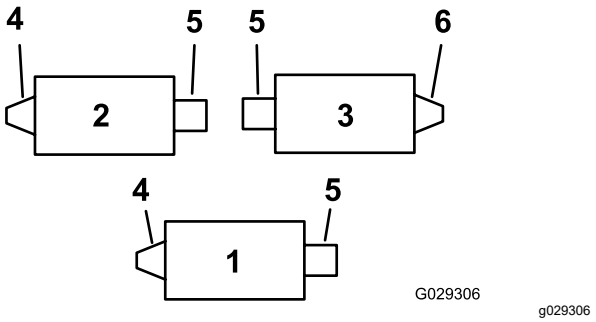
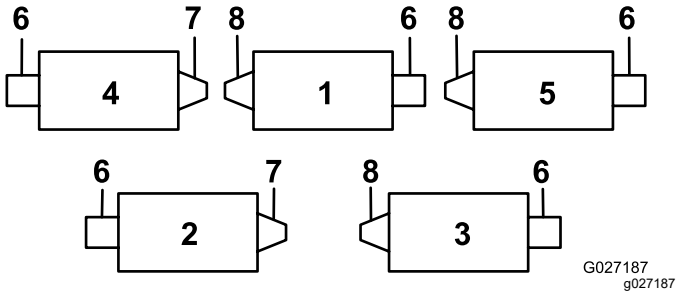
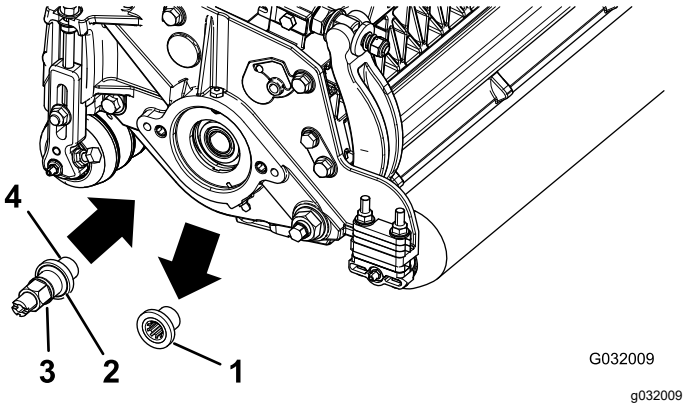
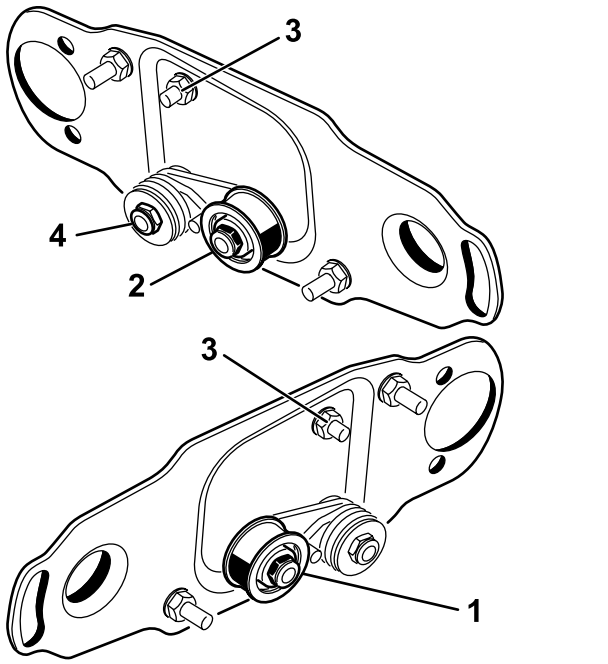

Figure 1
Figure 2
Figure 3
Figure 6
Reportez-vous à la Figure 1 pour déterminer la position des brosses de rouleau et des moteurs de cylindre pour une Reelmaster 3100-D et à la Figure 2 pour une Reelmaster 7000-D.
2. Retirez l'insert fileté du plateau de coupe pour l'entraînement de brosse de rouleau arrière (Figure 1 et Figure 2) et mettez-le au rebut (Figure 3).
Remarque: Les inserts filetés à gauche sont présents sur les plateaux de coupe 1 et 2 du Reelmaster 3100 (Figure 1) et les plateaux de coupe 1, 3 et 5 du Reelmaster 7000 (Figure 2).
4. Appliquez du frein-filet sur le filetage de l'arbre d'entraînement (Figure 3) et posez l'arbre d'entraînement en le serrant à un couple de 115 à 128 N·m.
Remarque: Les entraînements à droite sont présents sur le plateau de coupe 3 du Reelmaster 3100 (Figure 1) et les plateaux de coupe 2 et 4 du Reelmaster 7000 (Figure 2).
Sur les entraînements de brosse de rouleau arrière droits (Figure 1 et Figure 2), inversez la poulie de tension pour la monter sur le **côté droit** du plateau de coupe (Figure 6), comme suit :
1. Déposez la poulie de tension du côté gauche du plateau de coupe et montez-la dans le trou inférieur de la plaque de brosse, sur le côté droit du plateau de coupe (Figure 6).
2. Enlevez le boulon de carrosserie et l'écrou et placez-les dans le trou supérieur occupé précédemment par la poulie de tension (Figure 6).